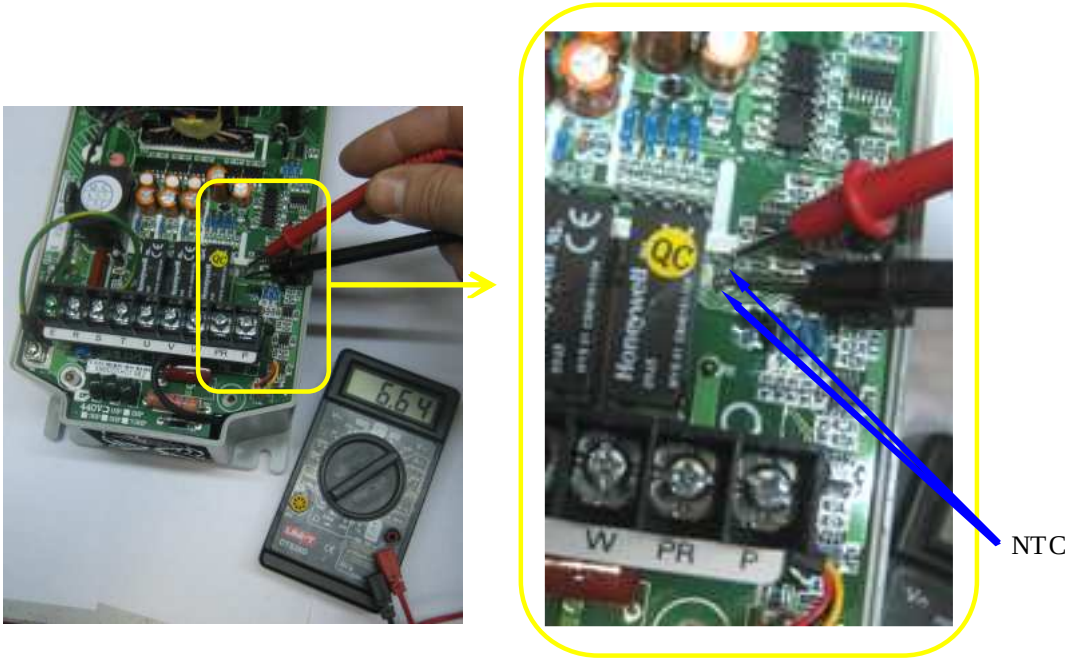

Рис. 4.10. Проверка исправности термодатчика матрицы IGBT (контакты NTC).
4.6.10. Проверить исправность термодатчика матрицы IGBT. Установить измерительный прибор в режим измерения сопротивления на пределе 20 кОм. Измерить сопротивление цепи на плате драйверов между контактами матрицы, обозначенными NTC, как показано на рис. 4.10. Сопротивление при температуре окружающей среды +20°С должно быть в пределах от 6 до 7 кОм.